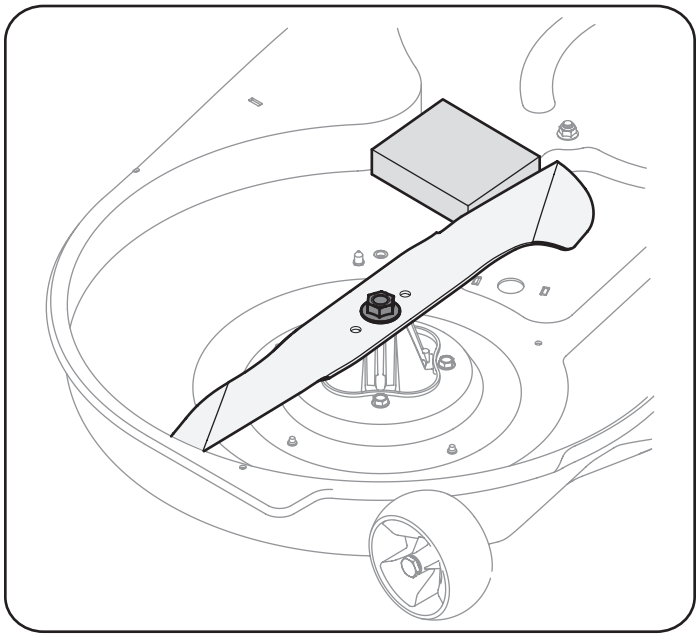

Figura 30
2. Coloque un bloque de madera entre el deflector del alojamiento central de la plataforma y la cuchilla de corte para que actúe como estabilizador. Consulte la Figura 30.
3. Extraiga la tuerca de brida hexagonal que asegura la cuchilla al montaje del husillo. Consulte la Figura 30.